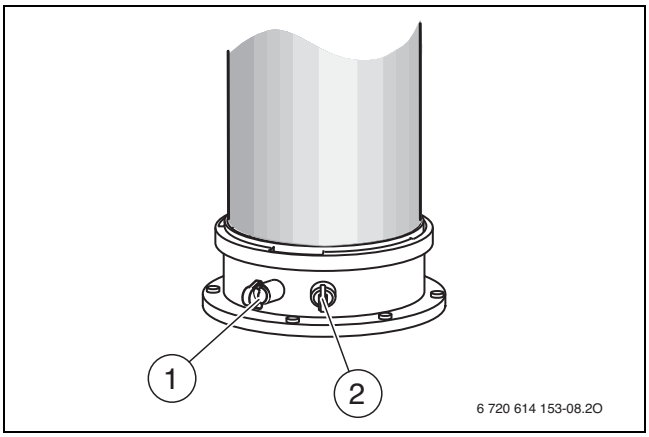

Fig. 54 Orificiul de măsurare a gazelor arse și orificiul de măsurare a aerului de ardere
- Îndepărtați dopul de la orificiul de măsurare a aerului de ardere (→ Fig. 54, [2]).
- ▶ Îndepărtați dopurile de la ștuțul de măsurare a gazelor arse (→ Fig. 54, [1]).